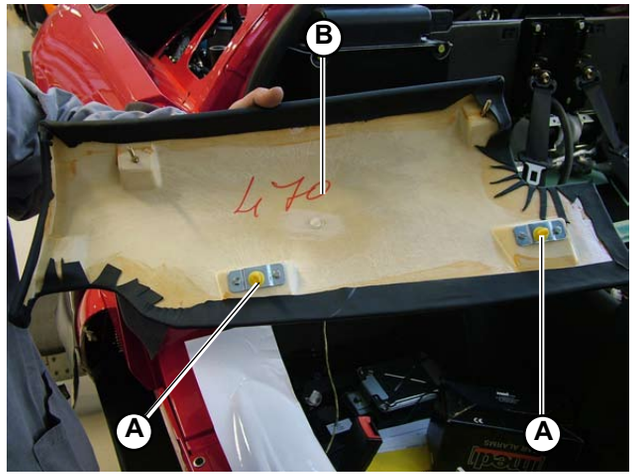
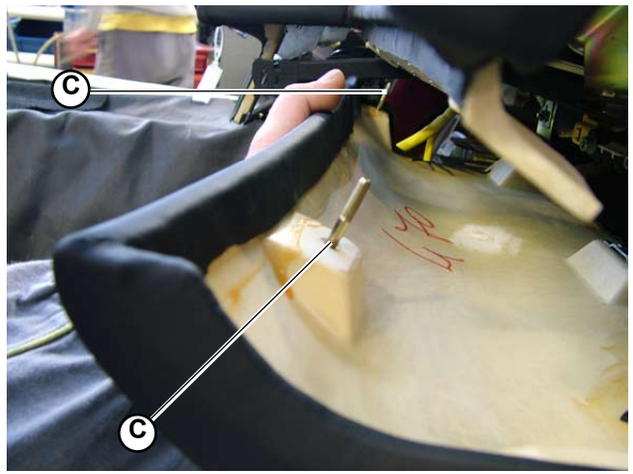

Fig.4
Fig.5
1. Secure the 2 finned anchors (**A-Fig.4**) on the lower dashboard assembly to their fixing brackets.
2. Secure the lower dashboard assembly (**B-Fig.4**) to the dashboard using the 2 stud bolts (**C-Fig.5**).